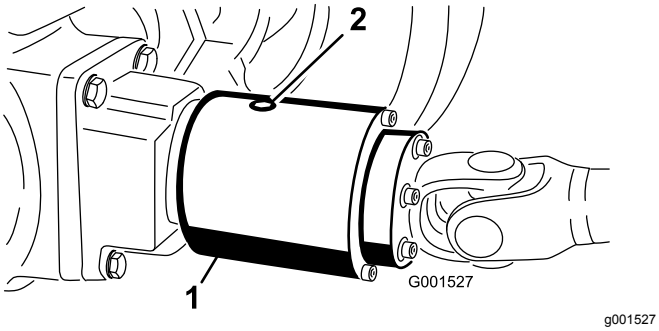

Figur 61
3. Vrid kopplingen för att rikta in kontrollpluggen till klockan 6 (Figur 61).